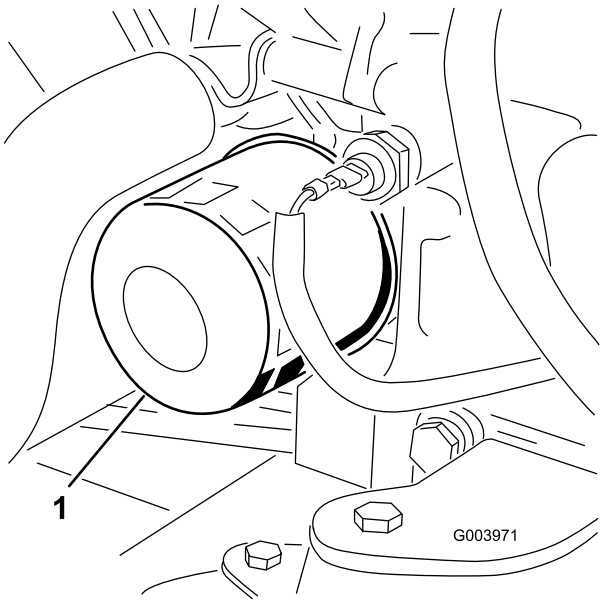

Figuur 54
3. Verwijder het oliefilter (Figuur 54).